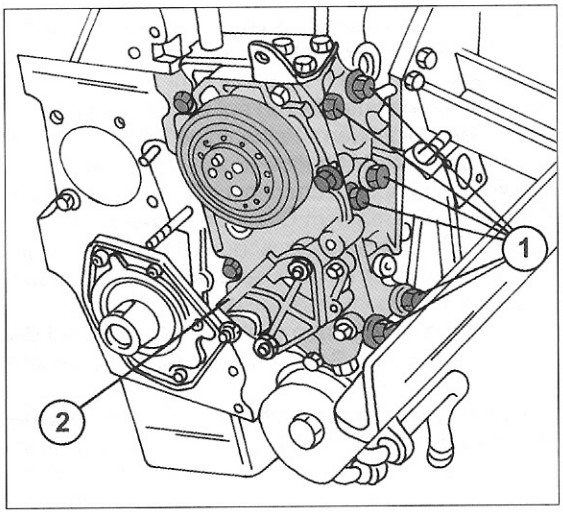

Bild 50
- Die Ölpumpe unter Bezug auf Bild 50 ausbauen.